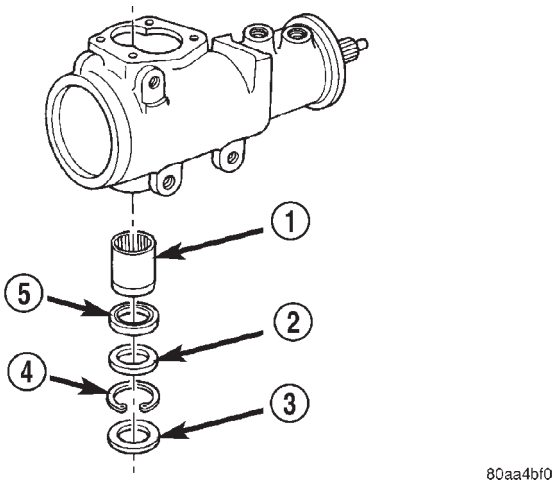

Fig. 17 Pitman Shaft Seals & Bearing
(6) Remove pitman shaft from the side cover.
(7) Remove dust seal from the housing with a seal pick (Fig. 17).